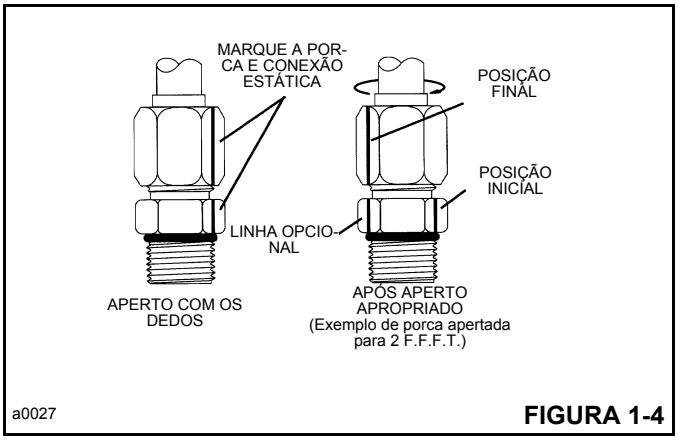

FIGURA 1-4
6. Opcionalmente para aperto futuro da mesma conexão: estenda a linha a partir da porca em seu novo local na parte sextavada da conexão ou orifício estático (Figura 1-4).